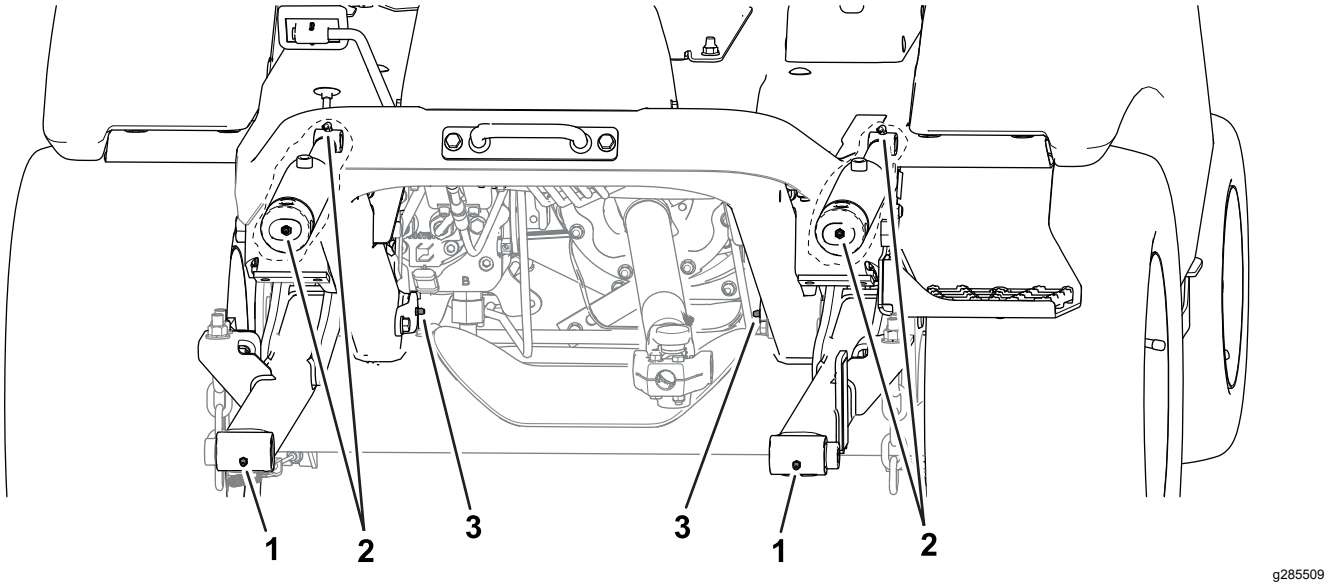

Figur 50
- **Maskinens främre del** (Figur 50):
- Redskapets svängnav (2)
- Lyftcylinderbussningar (2)
- Lyftarmens svängtappar (2)